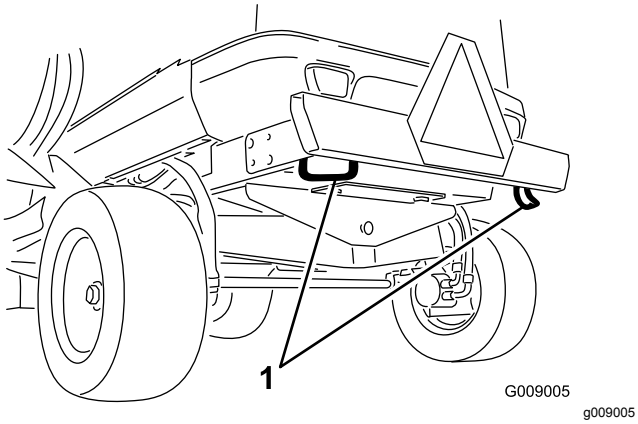

**Figur 78**
**Baktill på maskinen** – på stötdämparen (Figur 78)